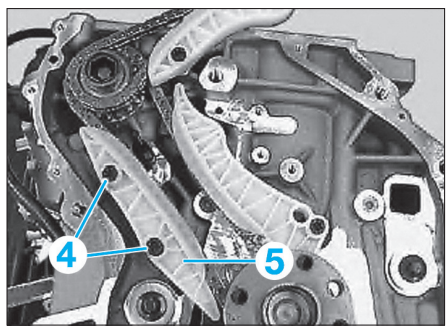

Fig. 10
- les vis (4) et la glissière (5) **(Fig.10)**,